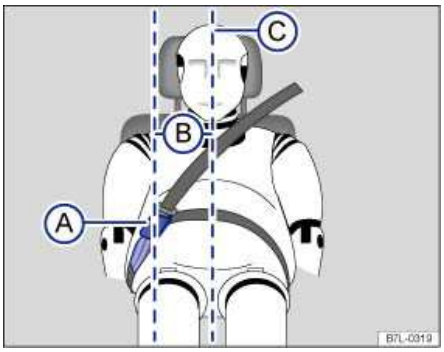

Fig. 63 Positioning of the safety belt extender.
Key to fig. 63:
- **Never use a safety belt extender if the distance (B) between the front edge of the safety belt extender buckle (A) and the centerline of the person using the safety belt extender**
⇒ fig. 63 (C) is less than 6 inches (15 cm).